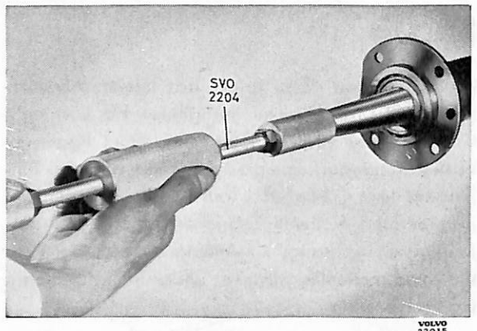

Bild 2. Demont. av drivaxel.
2. Drag ut drivaxeln, bild 2. Använd avdragare SVO 2204.
2. Drag ut drivaxeln, se bild 2. Använd verktyg SVO 2204. Kontrollera ev. byt tätningsringen.
6. Drag loss drivaxlarna (11) med verktyg SVO 2204 och lyft ut dem, bild 2.
7. Koppla loss kardanaxlarna från pinjongens medbringare (21).
8. Lossa skruvarna (13) som håller bakväxelhuset (14) och lyft ur detta.